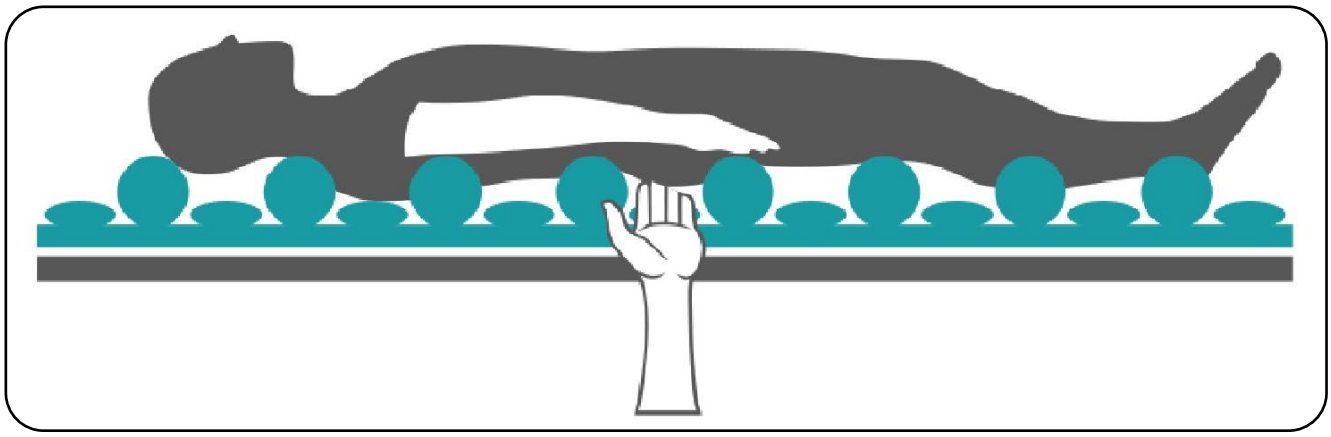

Abb. 8.1.02 - Durchführung des Handtests
Prüfen Sie während der Anwendung des Produktes regelmäßig mit dem Handtest den Auflagedruck zwischen dem Patienten und der Wechseldruckmatratze (Abb. 8.1.02).
10. Kontrollieren Sie jetzt den eingestellten Druck mit dem Handtest. Schieben Sie dazu die flache Hand zwischen das Gesäß des Patienten und die entlüftete Zelle der Wechseldruckmatratze. Zur optimalen Lagerung muss zwischen Gesäß und der entlüfteten Zelle ein Abstand von ca. 3-4 cm sein (Abb. 8.1.02).